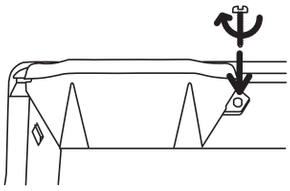

Рис. 5
5. Дополнительно закрепите блок управления на конвекторе с помощью болта (входит в комплект) (рис. 5).